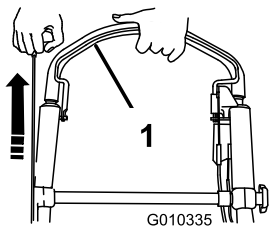

Figura 13
2. Tenete la barra di comando della lama premuta contro la stegola e tirate l'avviatore autoavvolgente (Figura 13).